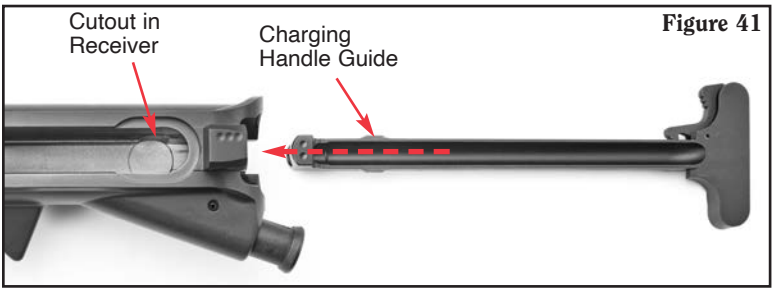

Figure 41
a. Turn the upper receiver upside down so that the top of the upper receiver is pointing toward the ground. Install the charging handle through the center of the upper receiver with the grooved side pointing toward you. (See Figure 41.)